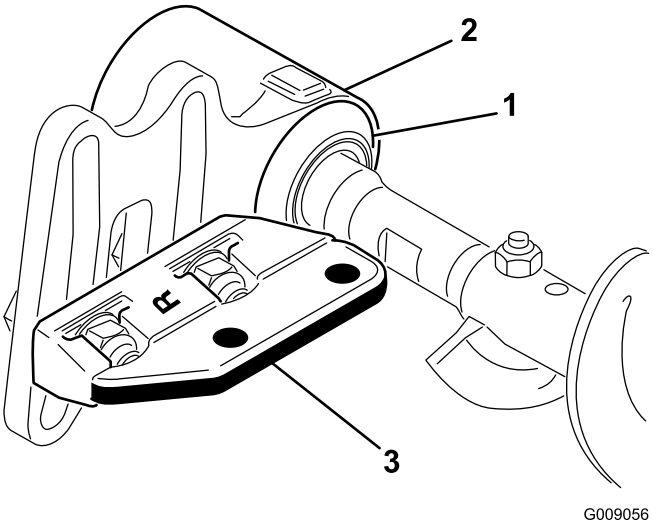

Figuur 10
9. Schuif de afdichtingen naar buiten tot de lipafdichtingen de lagerbehuizing licht raken (Figuur 10).